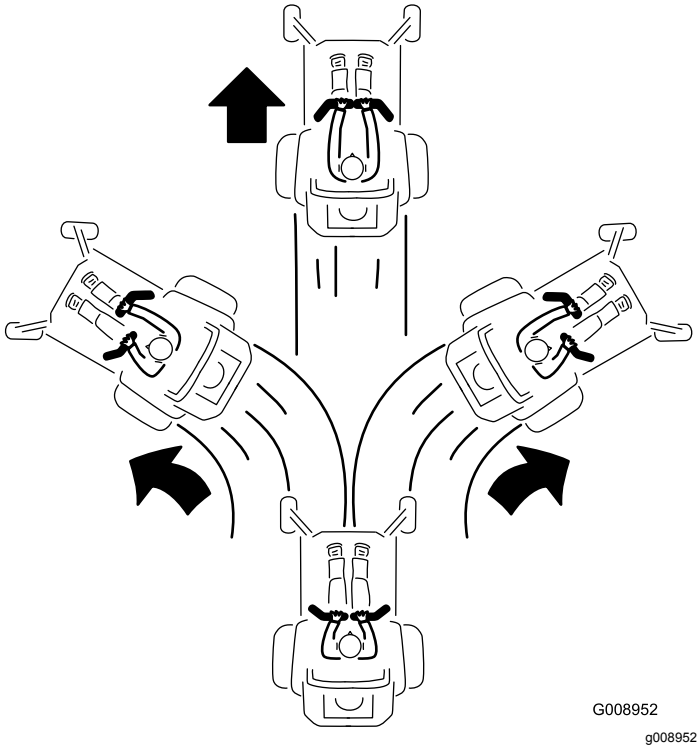

Figura 26
3. Para ir hacia adelante, empuje lentamente las palancas de control de movimiento hacia adelante (Figura 26).